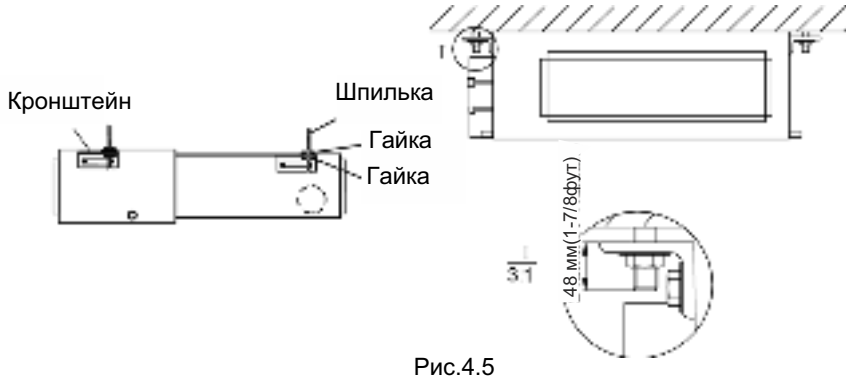

Рис.4.5
(4). Установите подвесные кронштейны блока на шпильки, закрепленные на потолке, а также установите специальную гайку (Рис. 4.5).